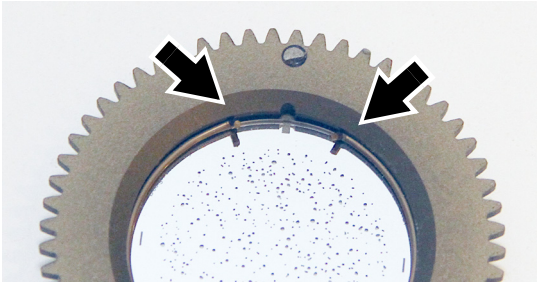

Figure 20 : Ressort de rétention
1. Voir Figure 20. Placez le porte-gobo sur une surface propre, ressort vers le haut. Notez la position de l'extrémité du ressort courbée. Avec une spatule plastique pour éviter toute rayure, soulevez l'extrémité du ressort et dégagez-le de la rainure qui le maintient. Retirez le ressort de rétention du support.
4. Vérifiez que le gobo est convenablement appuyé sur le fond du porte-gobo. Voir Figure 20. Insérez le ressort de rétention dans le porte-gobo et poussez-le dans la rainure prévue à cet effet. Vérifiez que le ressort est aussi plat que possible et que le gobo est correctement maintenu.